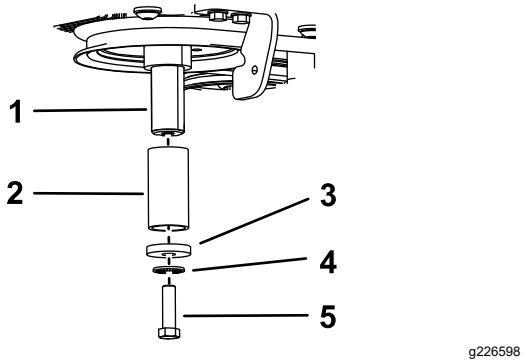

Figure 90
C. Apply anti-seize compound to the crank shaft, then install the bolt, washer, spring washer, and a spacer (Toro part no. 136-5411) to the shaft (Figure 90).